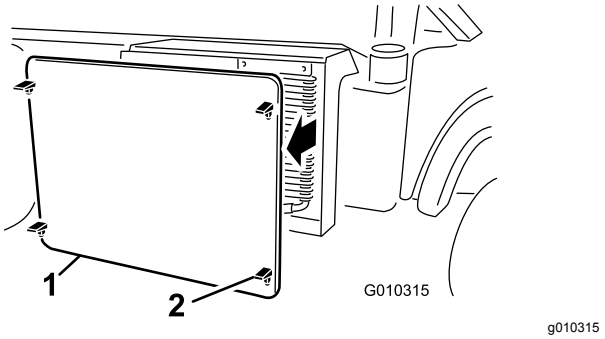

図 68
5. ラジエタースクリーンのラッチを外して、ラジエター前面から外す図 68。